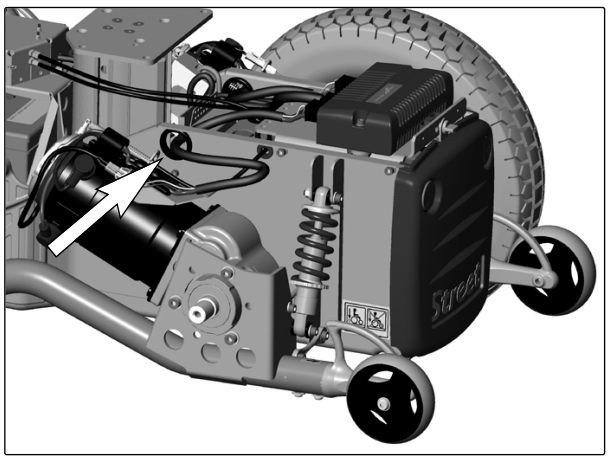

Abb. 47. Kabeldurchführung.
7. Entfernen Sie den Gummiring aus der Öffnung für die Kabelführung, s. Abb. 47.
8. Führen Sie die Anschlusskabel für den Antriebsmotor durch die Kabelführung am Chassis nach außen, s. Abb. 47.